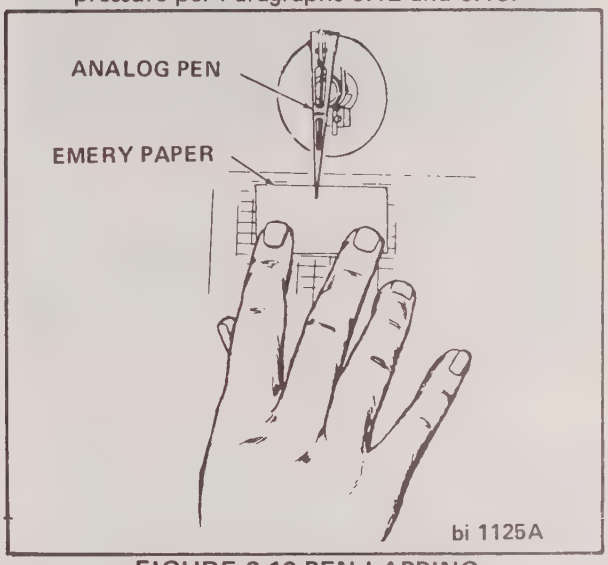

FIGURE 6-10 PEN LAPPING
3. Refer to Figure 6-10. Hold emery paper flat against writing table and move it in a circular motion several times while gently pressing pen tip with finger.